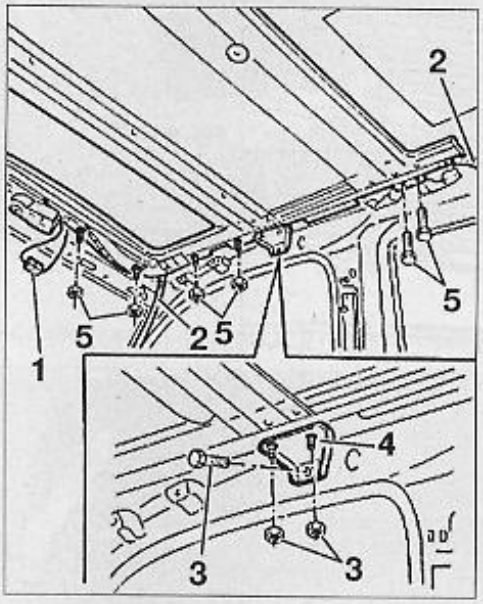

FIG. 66
• Débrancher le connecteur (1) **(Fig.66).**